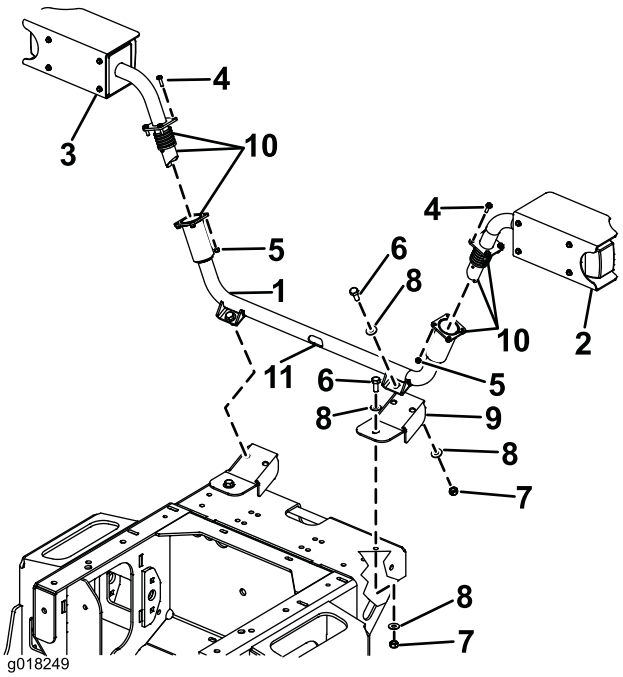

Figura 11
1. Los conjuntos de luces delanteros se acoplan al soporte central de los faros, que se monta en la máquina con dos soportes de montaje (Figura 11).
2. Instale los dos soportes de montaje en la parte delantera de la máquina usando tornillos M10 x 25 mm, arandelas de 3/8 pulgada y tuercas nyloc M10 (Figura 11).
3. Sujete el soporte central de los faros a los soportes de montaje con tornillos M10 x 25 mm, arandelas de 3/8 pulgada y tuercas nyloc M10 (Figura 11).
4. Aplique grasa antigripante a toda la pared interior del extremo de cada tubo, y a todas las superficies de los muelles y las bridas de los tubos (Figura 11).
5. Ahora pueden instalarse los conjuntos de luces. Sujete el soporte del faro derecho y pase el cable hacia abajo por los tubos hasta que salga del hueco central del soporte central de los faros (Figura 11).
6. Sujete el conjunto del faro derecho al soporte central de los faros con los tornillos M6 x 20 mm y las tuercas nyloc M6 (Figura 11).